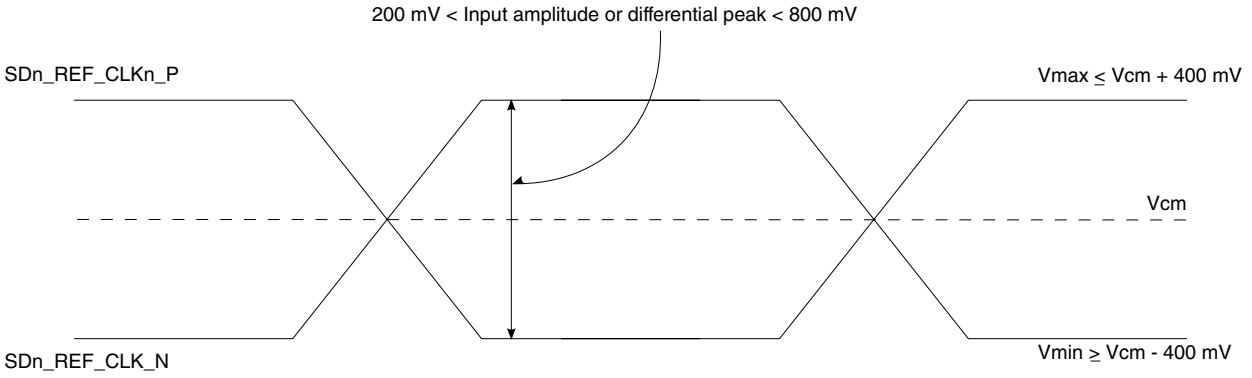

Figure 40. Differential reference clock input DC requirements (external AC-coupled)
- For an external AC-coupled connection, there is no common mode voltage requirement for the clock driver. Because the external AC-coupling capacitor blocks the DC level, the clock driver and the SerDes reference clock receiver operate in different common mode voltages. The SerDes reference clock receiver in this connection scheme has its common mode voltage set to GND. Each signal wire of the differential inputs is allowed to swing below and above the common mode voltage (GND). Figure 40. on page 127 shows the SerDes reference clock input requirement for AC-coupled connection scheme.